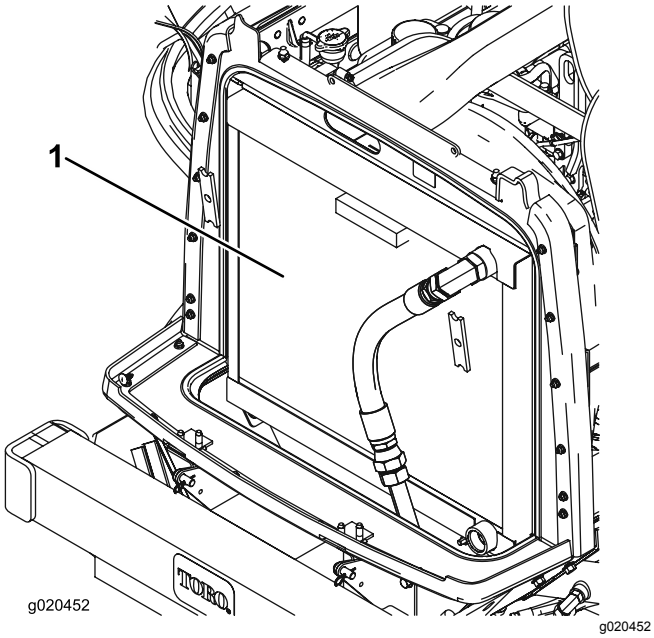

Figuur 90
3. Reinig beide zijden van de radiateur/oliekoeler grondig met perslucht (Figuur 90).